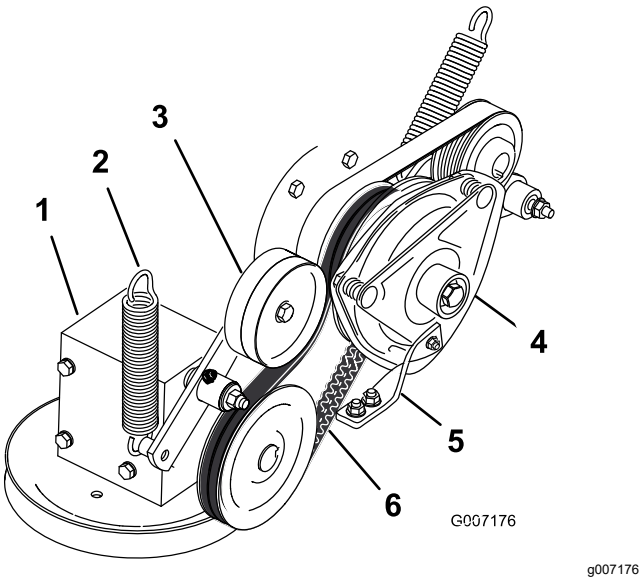

Figur 92
4. Demontera fjädern på remskivarmen (Figur 92).
7. Montera den nya kraftuttagsdrivremmen runt kopplingsskivan och växellådsskivan (Figur 92).
9. Montera fjädern på remskivearmen (Figur 92).